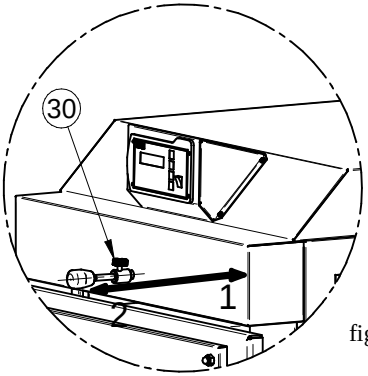
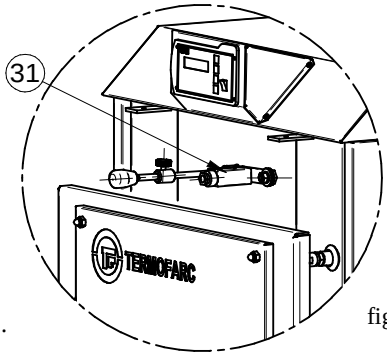

fig.20.
fig.20.1
Deschideţi uşa superioară (uşa de alimentare), ridicaţi perdeaua de fum şi sprjiniţi în locaşul prevăzut pentru acesta, ca alimentarea cu combustibil să fie uşoară, deasupra duzei de ardere introduceţi o cantitate suficientă de combustibil (aschii) şi bucăţi de hârtie. Înaintea aprinderii focului se deschide clapeta de aprindere prin împingerea manetei (18) în poziţia **1**. fig.20.
După formarea patului de jar se umple magazia de combustibil cu lemne, se eliberează perdeaua de fum lăsănd să se sprjine pe lemnele din magazie, se închide uşa de alimentare, se lasă ca lemnul alimentat să se aprindă să se formeze gazul de lemn, după care se închide uşa de mijloc şi se trage clapeta de aprindere (18) în poziţia **2** (fig. 20. şi fig.20.1) şi se blochează cu surubul (30).
2. Se deschide clapeta de aprindere împingând maneta (18) în poziţia **1**. fig.20. şi uşa camerei de ardere,
6. Se închide uşa camerei de ardere şi clapeta de aprindere trăgând mânerul (18) în poziţia **2** fig. 20 care inversează arderea în cazan